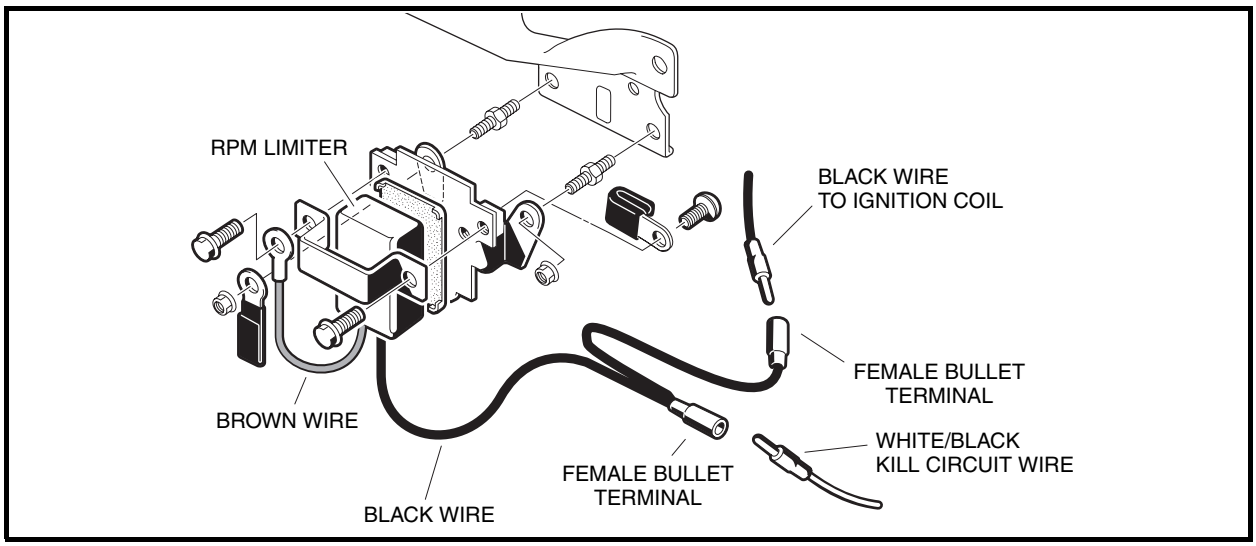
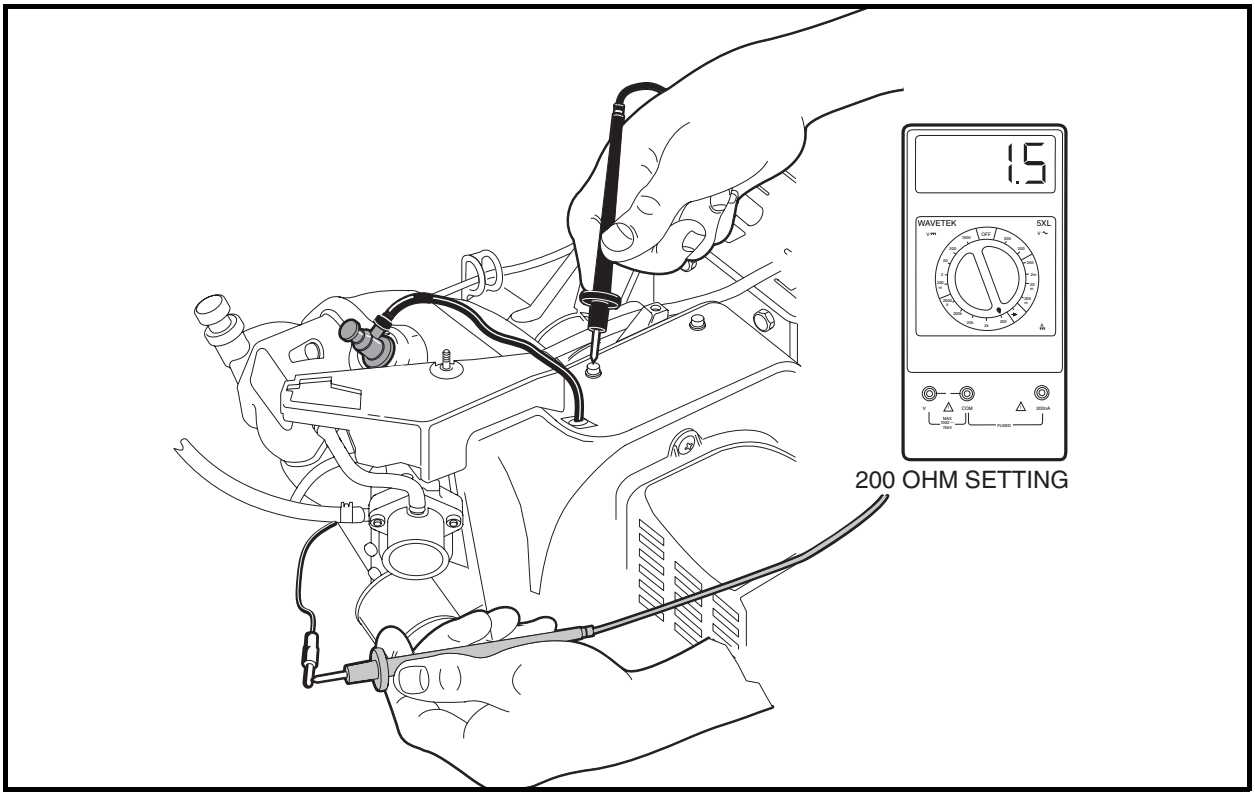

Figure 11-25 RPM Limiter
Figure 11-26 Primary Coil Resistance – In Vehicle Test
2. Disconnect both of the bullet terminals **(Figure 11-25, Page 11-28)**.
2.1. Disconnect both of the bullet terminals at the RPM limiter **(Figure 11-25, Page 11-28)**. Place the red (+) probe of the meter on the male bullet terminal of the wire connecting to the ignition coil under the fan housing, and place the black (–) probe on a clean unpainted surface of the engine or frame **(Figure 11-26, Page 11-29)**.